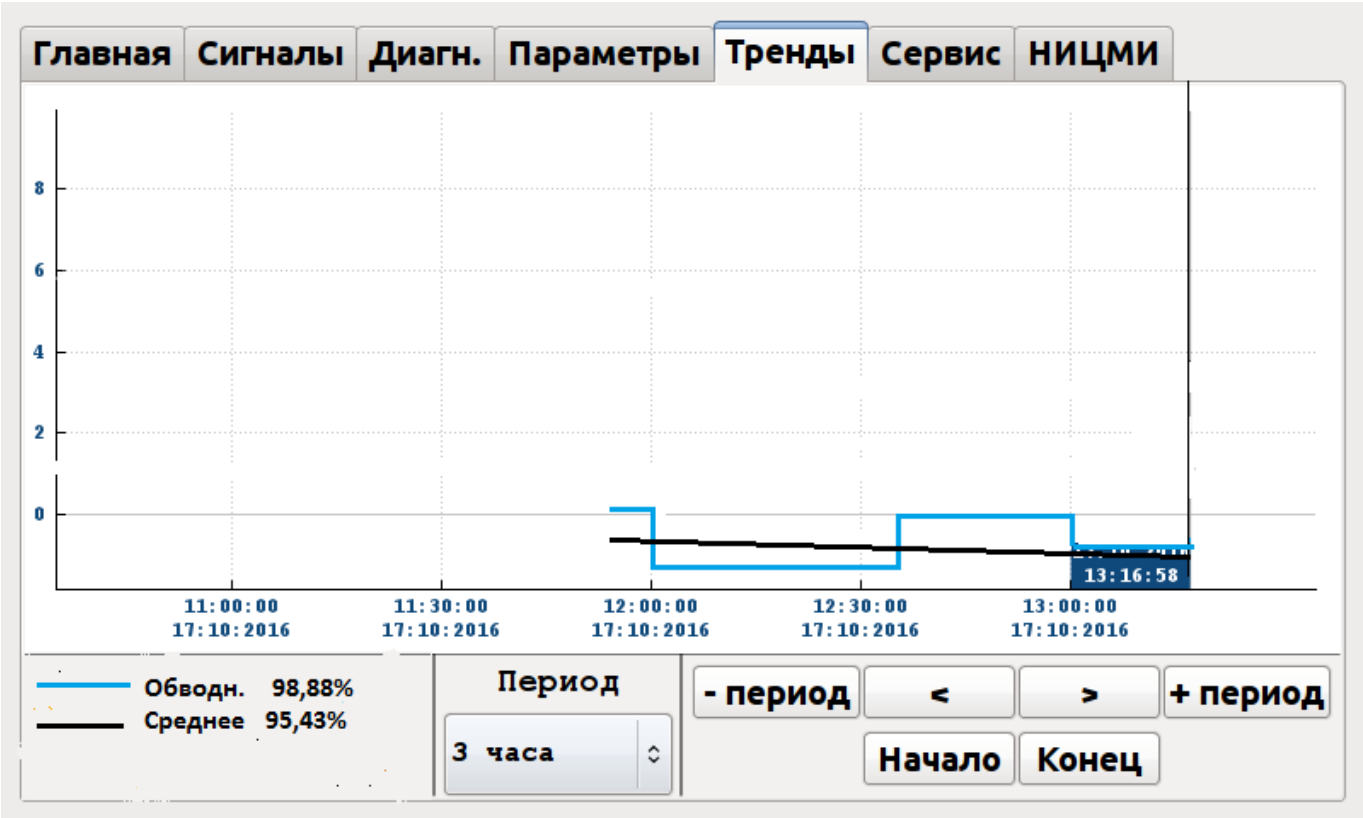

Рис.23
7.1.1. Получение временных трендов. Для получения временных трендов в главном окне графического интерфейса нажмите клавишу «Тренды». Нажатием клавиш “<”, “>” можно перемещать курсор по диаграмме и наблюдать значения влагосодержания (мгновенное и усредненное за 2 часа) и момент времени, когда происходило данное измерение. Для просмотра трендов за предыдущие сутки нажимается клавиша «–период». Можно наблюдать суточные тренды последнего месяца работы системы. Обратное возвращение к текущим суткам осуществляется нажатием клавиши «конец» (рис. 23).
7.1.2. Работа с временными трендами. В правой части диаграммы рис.23 напротив временных трендов емкости отображается время и дата, соответствующие положению курсора на диаграмме, а также значения влагосодержания в емкости и другие параметры, соответствующие данному моменту времени. Перемещая курсор можно видеть значения параметров в данный момент времени, наблюдать их динамику.
8.5. В программе «PROGON» заложена возможность выгрузки из NCP-файла в папку на диск таблицы влагомера, актуальной на данное измерение(рис.23а). Также возможно выполнить загрузку откорректированной таблицы влагомера с диска по указанному пути для последующей обработки и анализа измерений(рис.23б). В случае работы с программой «PROGON», калибровочная таблица влагомера имеет вид VlagTables.ini. Только в таком виде таблица влагомера может быть введена или выгружена в программе “PROGON”. Примерное содержание конфигурационного файла VlagTables.ini представлено на рис.24. Для загрузки актуальной калибровочной таблицы в контроллер УМФ700.26 потребуется переименовать файл VlagTables.ini во vlagomer.ini с последующей его записью в корень на USB-носитель и подключением к контроллеру (см. п.5.2. настоящей инструкции). В таком виде контроллер определит файл для дальнейшей загрузки.
Рис.23а
Рис.23б